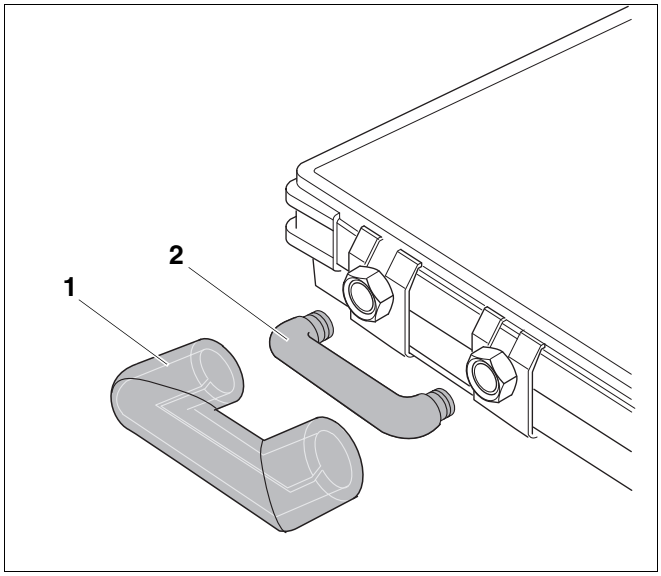
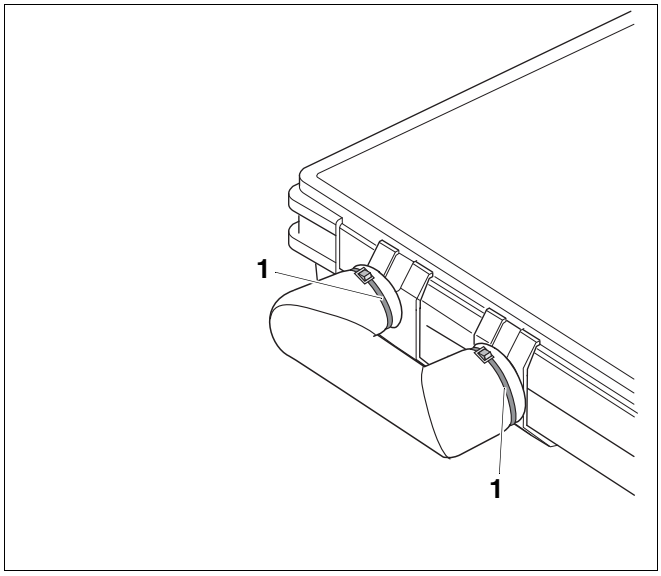

Afb. 56 Tichelmannbocht monteren
Afb. 57 Isolatie bevestigen
- Houd de Tichelmannbocht (afb. 56, **pos. 2**), eventueel met een dubbele schroefkoppeling, aan de bovenste aansluiting van de laatste collector en draai de aansluitingen manueel vast.
- Schuif de isolatie (afb. 56, **pos. 1**) over de Tichelmannbocht (afb. 56, **pos. 2**).
- Bevestig de isolatie (afb. 56, **pos. 1**) met twee kabelbinders (afb. 57, **pos. 1**).